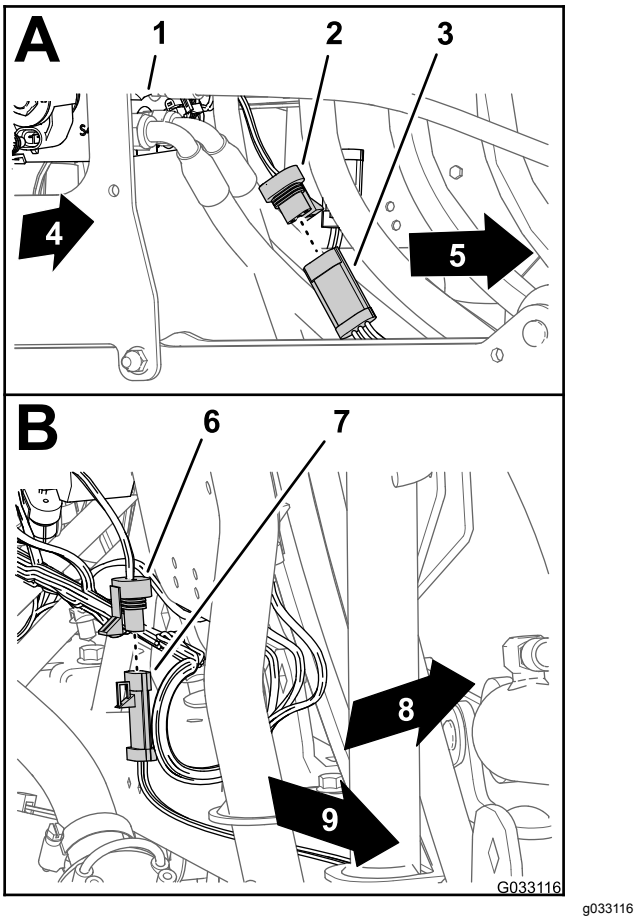

Figuur 178
1. Sluit de 3-polige connector van de kabelboom van de ultrasone spuitboom aan op de 3-polige connector van de kabel voor de rechter ultrasone sensor (Figuur 178).
2. Sluit de 3-polige connector van de kabelboom van de ultrasone spuitboom aan op de 3-polige connector van de kabel voor de linker ultrasone sensor (Figuur 178).